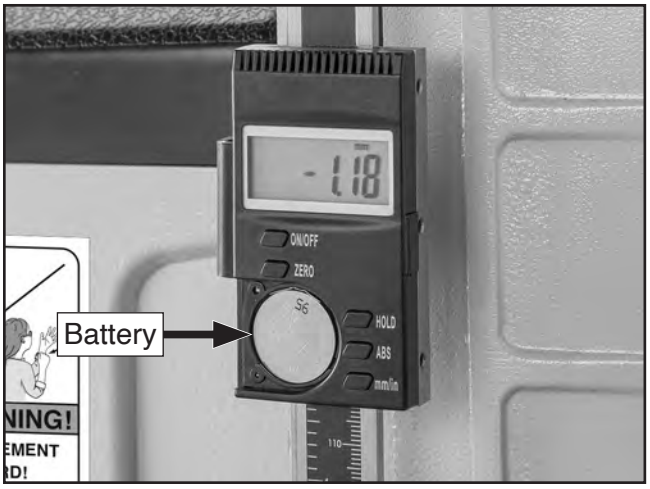

Figure 20. Battery installed in depth gauge.
19. Install CR2032 battery in digital depth gauge (see **Figure 20**).